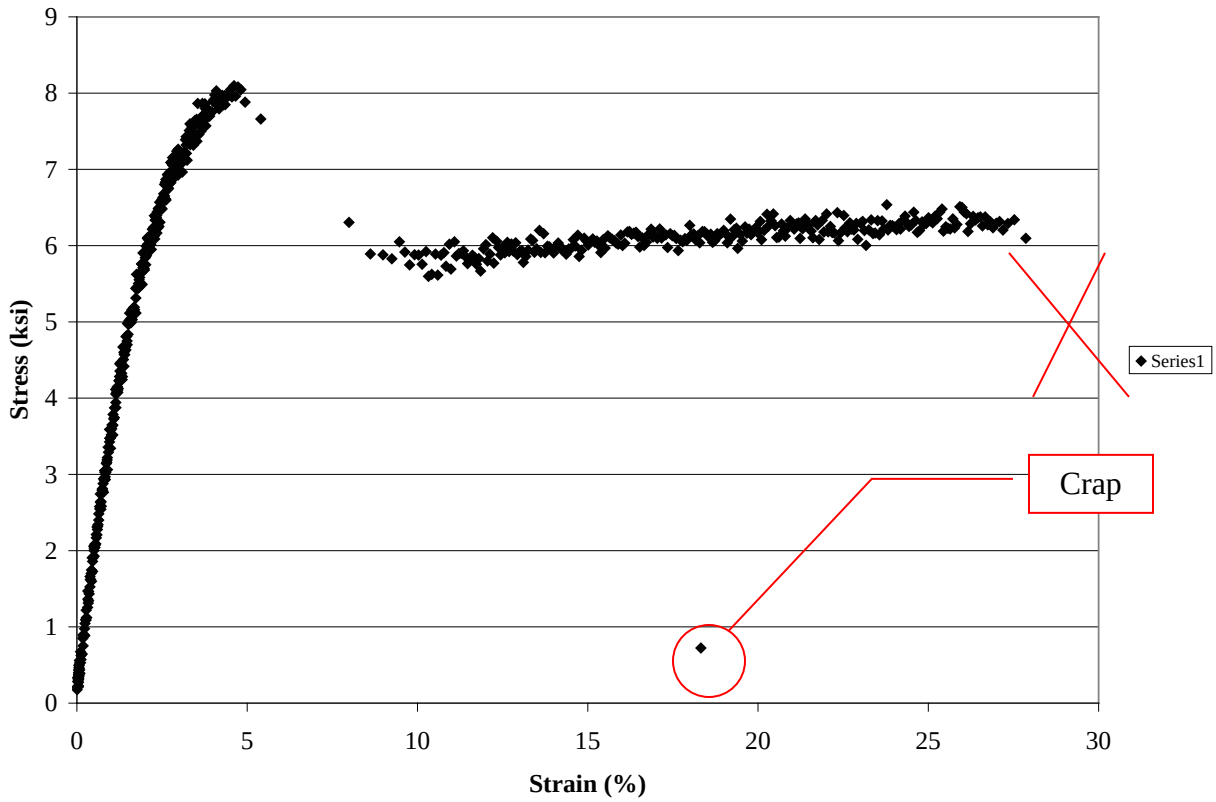

Figure 1: Stress-strain curve for polycarbonate, quite possibly the most wonderful material in the whole world.
1. Every table and figure should have a number, e.g., Figure 1, and a title. Every table and figure also should be referred to in the text (or appendix) of the report. When a specific table or figure is mentioned in the text, the word “table” or “figure” should be capitalized, e.g., “The results of the laboratory tests for grain
size analysis are summarized in Figure 4." Figures and tables should be numbered in the order in which they appear in the text, e.g., Figure 2 should be mentioned in the text before Figure 3 is mentioned and after Figure 1 is mentioned. Figures in the appendices should be numbered A-1, A-2, B-1, etc.
- Label each figure as Figure 1, Figure 2, with a short description, and reference each figure in the body of your paper (for example: As Figure 1 shows, the stress-strain values are represented by diamond points...).